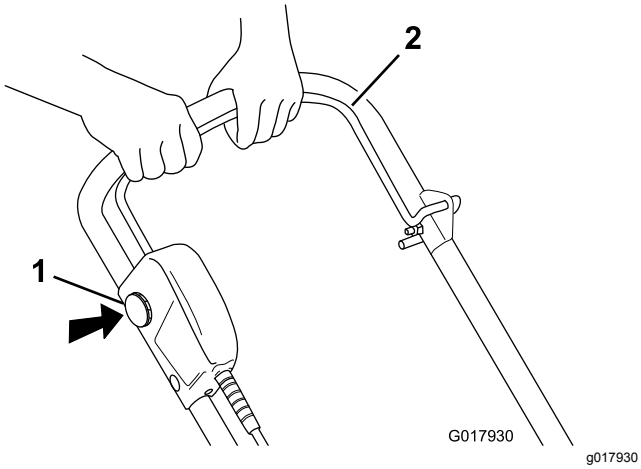

Figur 10
1. For å starte motoren, sett sperreknappen (nøkkelen), trykk og hold sperreknappen (nøkkelen) og klem strømmen styrestangen mot håndtaket (Figur 10).